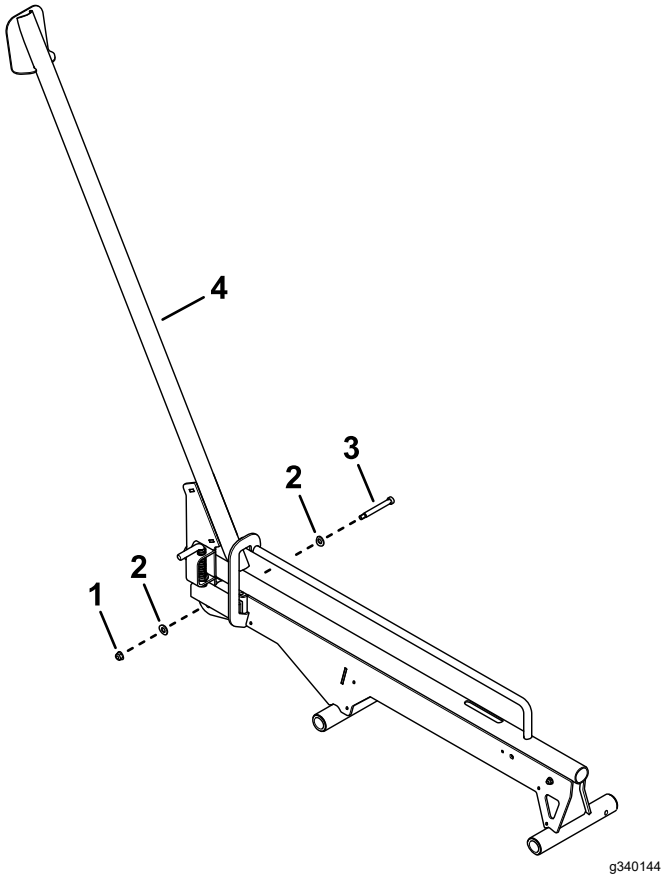

Figur 6
8. Använd en flänsmutter (5/16 tum), två brickor och en ansatsskruv för att fästa rampenheten på skenenheten (Figur 6).